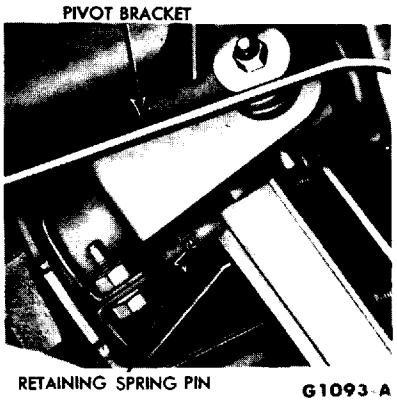

FIG. 6—Movable Column—Lower End
2. Remove the pivot bracket clamp bolts (Fig. 6), remove the pivot bracket upper mounting nut and flat washer, and remove the pivot bracket.
3. Remove the cotter pin and the steering shaft retainer pin (Fig. 6).